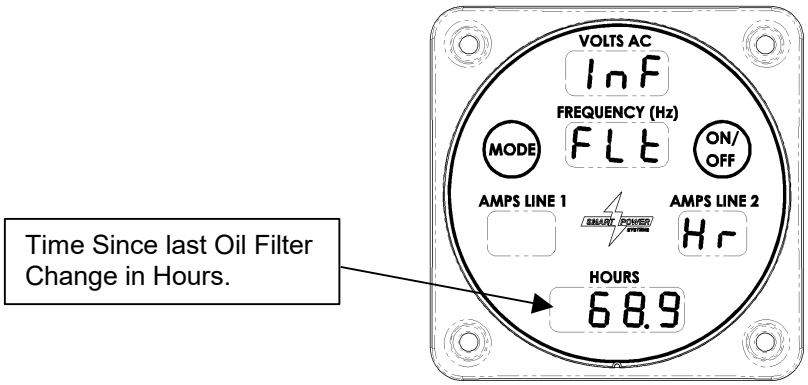

Figure 19 – Oil Filter Run Time Display
d. Pressing the Mode switch a fourth time will cause the amount of time since the oil filter was last changed to be displayed in the hours field as seen in Figure 19